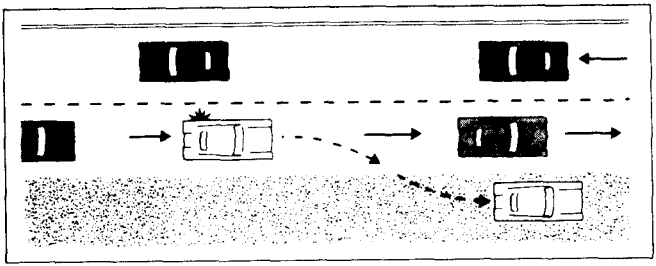

FIGURE 24
c. Parking on Highways. When an emergency occurs on a highway, move the vehicle as far to the right as possible; when condition of the shoulder permits, move completely off the traffic lanes (Figure 24) to avoid interfering with other traffic.